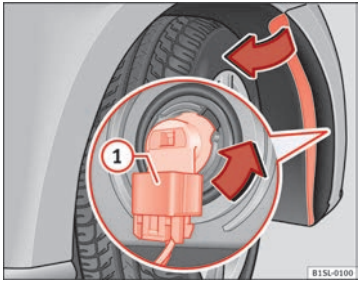

Fig. 154 Changing the bulbs in the headlights
5.	Release the connector ⇒ Fig. 154 ① and remove it. ▶
6.	Turn the bulb holder ⇒ Fig. 154 in the direction of the arrow, **in an anticlockwise direction** as far as it will go and remove it, along with the bulb, pulling backwards.
9.	Plug the connector (1) into the bulb holder. The connector must audibly click into place.